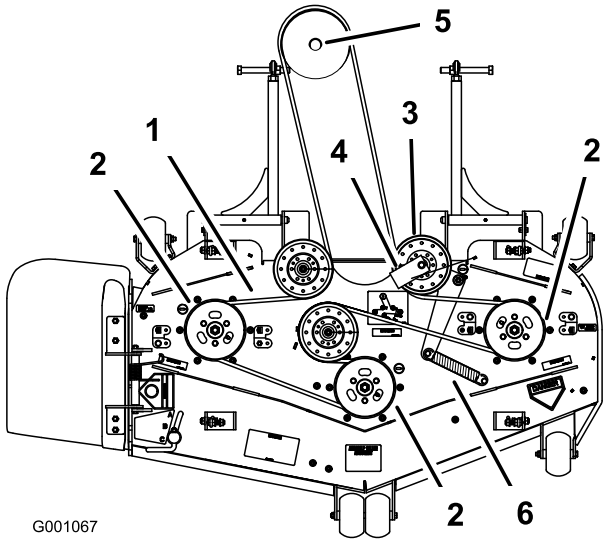

Figur 68
6. Monter den nye remmen rundt knivremskivene og girkasseremskiven under motoren (Figur 68).
7. Monter remføreren på den fjærbelastede lederullen i en vinkel på 45 grader som vist i Figur 68. Stram skruen til 37 til 45 Nm.
8. Monter ledefjæren på de to postene (Figur 68).